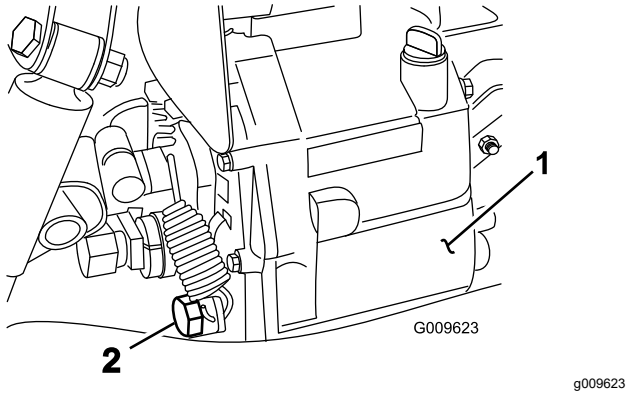

**Figur 69**
4. Ta bort avtappningspluggen från tankens sida och låt hydraulvätskan rinna ner i ett avtappningskärl (Figur 69).